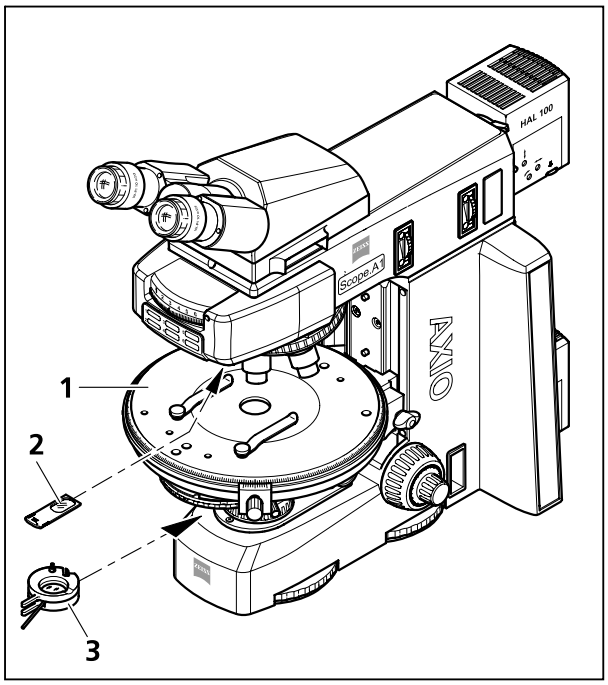

Bild 4-7 Komponenten zur Durchlicht-Polarisation
(3) Mikroskop einstellen
- Einstellen des Mikroskops wie im Durchlicht-Hellfeld nach KÖHLER (s. a. Abschnitt 4.1.1 (3)).
- Drehtisch Pol (Bild 4-7/**1**) zentrieren.
- Polarisator (Bild 4-7/**3**) in Strahlengang einschwenken und auf 0° positionieren, sofern ein drehbarer Polarisator verwendet wird.
- Analysatorschieber (Bild 4-7/**2**) in Aufnahmeschlitz für Kompensatoren einstecken oder Analysatormodul am Reflektorrevolver / -schieber einschwenken. Aufgrund der gekreuzten Polarisatoren erscheint nun das Sehfeld dunkel.
(2) Geräteausrüstung
- Drehtisch Pol (Bild 4-7/**1**)
- Einstellen des Mikroskops wie im Durchlicht-Hellfeld (s. a. Abschnitt 4.1.1 (3)), dabei besonders auf den richtig eingestellten Augenabstand am binokularen Tubus achten (s. a. Abschnitt 3.5.1).
- Analysatormodul am Reflektorrevolver (Bild 4-7/**2**) einschwenken (oder Analysatorschieber in Zwischenplatte einschieben). Aufgrund der gekreuzten Polarisatoren erscheint nun das Sehfeld dunkel.